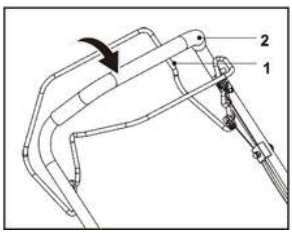

rys. 13
1. Naciśnij dźwignię napędu własnego (1) do przodu i przytrzymaj ją przy górnym uchwycie (2), aby załączyć tylne koła (rys. 13).
2. Zwolnij dźwignię napędu własnego (1), aby wyłączyć napęd tylnych kół.